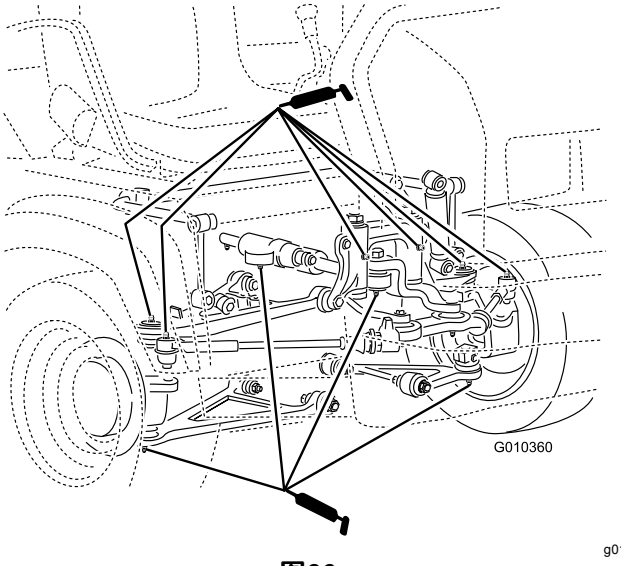

图36
- **球窝接头4 个**请参阅图36
- **枢轴安装座2 个**请参阅图36
- **转向油缸2 个**请参阅图36
- **横拉杆2 个**请参阅图36